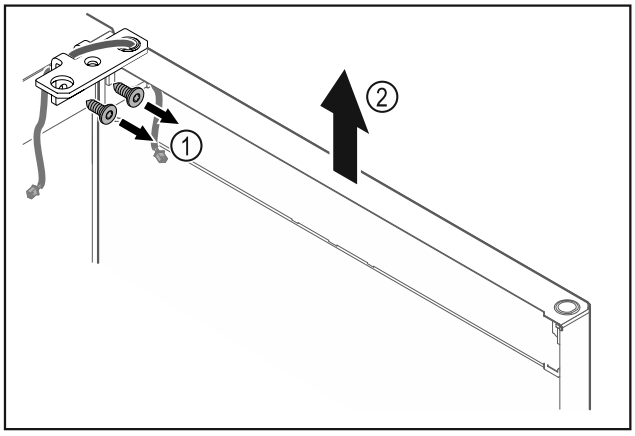

Fig. 13
▶ Unscrew the hinge *Fig. 13 (1)*.
▶ Lift the door with the hinge straight up by *Fig. 13 (2)* roughly 200 mm and take it off.